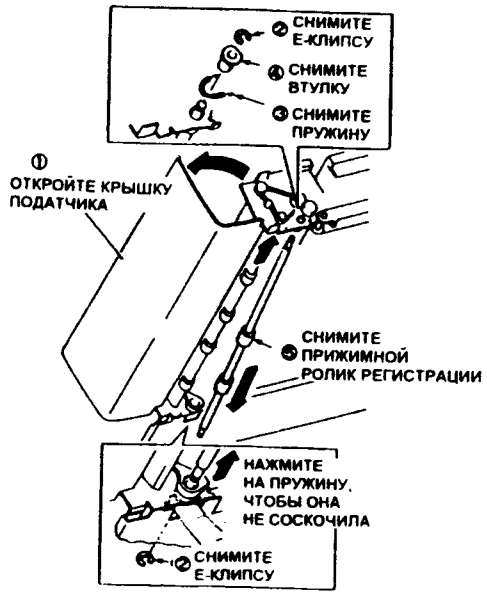

Рис. 4
6. (Рис. 4): Откройте крышку податчика и снимите прижимной ролик регистрации, нажав на крышку податчика пальцами, чтобы пружина не соскочила с задней втулки.
- (Рис. 4): При установке прижимного ролика регистрации не поцарапайте поверхность ролика (даже слабые царапины могут привести к перекосу в DADF).